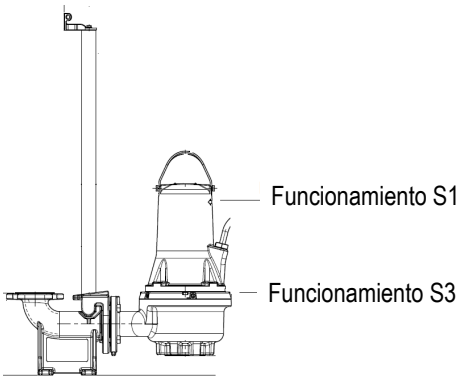

Fig. 2 Niveles de parada
- **Funcionamiento S1** (funcionamiento continuo), la bomba siempre debe estar cubierta por el líquido bombeado hasta la parte superior del motor. Véase la fig. 2.
- **Funcionamiento S3** (funcionamiento intermitente), la bomba deberá estar siempre cubierta hasta la parte superior de su cuerpo con el líquido bombeado. Ver fig. 2 (sólo para versiones no antideflagrantes).